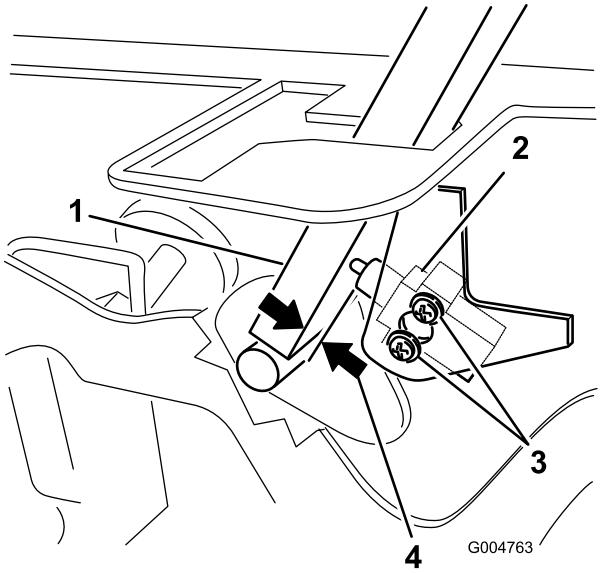

**Figur 54**
3. Lossa de två skruvarna som fäster säkerhetsströmbrytaren (Figur 54).
4. Håll rörelsereglaget mot ramen och flytta brytaren mot reglaget tills avståndet mellan reglaget och brytaren är 0,4–1 mm (Figur 54).